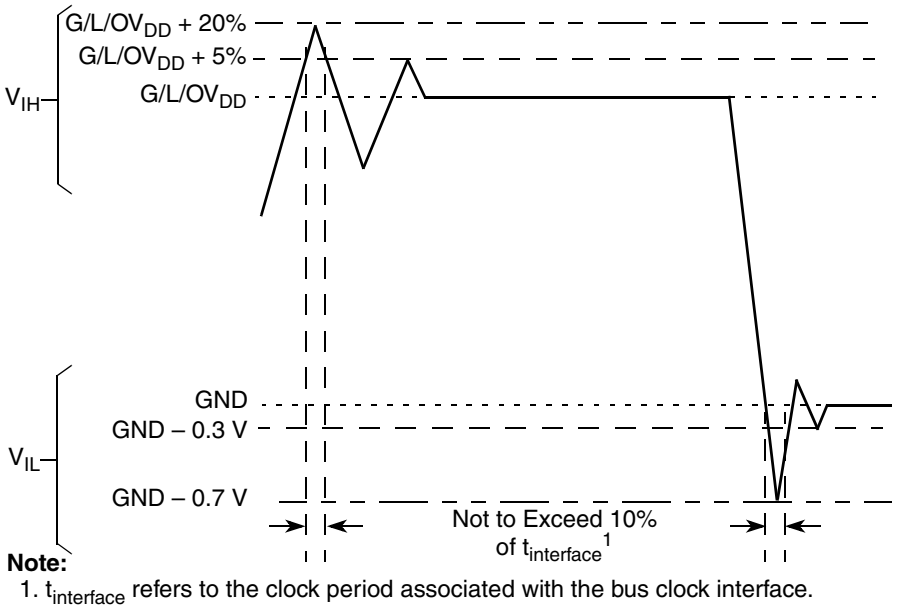

Figure 2. Overshoot/Undershoot Voltage for $GV_{DD}/OV_{DD}/LV_{DD}$
5. (M,L,O)V_{IN} and MV_{REF} may overshoot/undershoot to a voltage and for a maximum duration as shown in Figure 2.
Figure 2 shows the undershoot and overshoot voltages at the interfaces of the MPC8343EA.